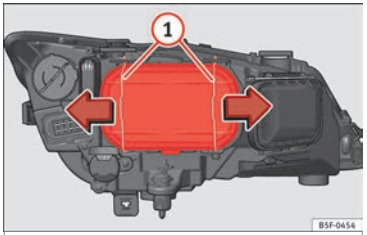

Fig. 103 Luz de cruce.
– Desplace los tirantes ››› **fig. 103** (1) en el sentido de la flecha y saque la tapa.